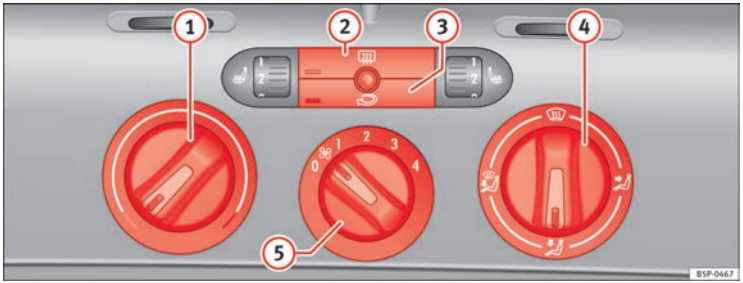

Abb. 129 In der Instrumententafel: Bedienelemente der Heizung
– Mit den Reglern ⇒Abb. 129 (1) und (4) und mit dem Schalter (5) stellen Sie die Temperatur, die Luftverteilung und die Gebläsestufe ein.
– Drücken Sie die jeweilige Taste (2) bzw. (3), um eine Funktion ein- oder auszuschalten. Bei einer eingeschalteten Funktion leuchtet die Kontrollleuchte unten links an der Taste auf.